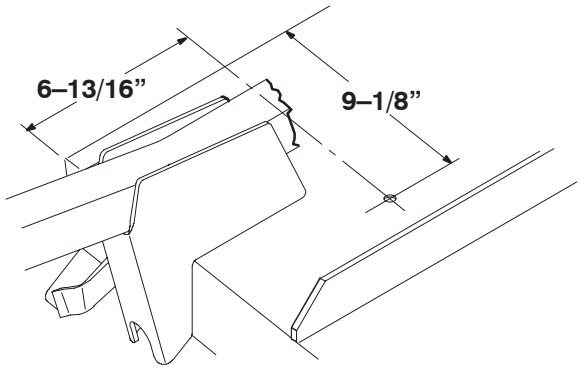

Figure 18
1. Using dimensions shown in Figure 18, locate, mark and drill a 13/32" dia. hole in deck. Dimensions shown are from right front corner of deck and from edge of discharge opening. Blower brackets are removed for clarity.